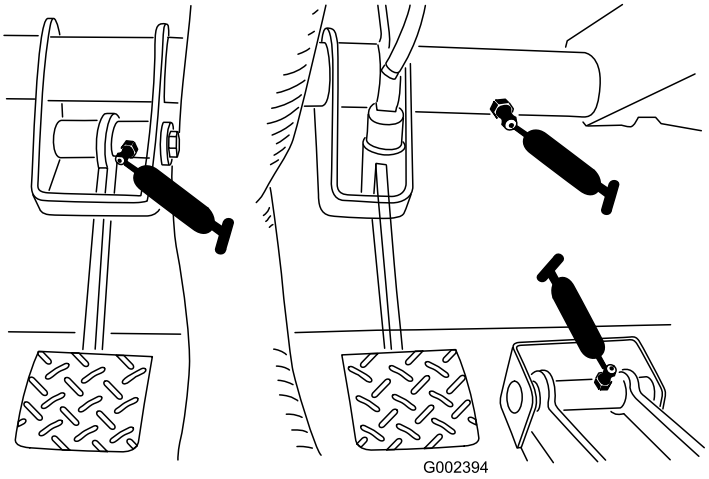

Figur 41
- koppling (1) och broms (1) enligt Figur 41